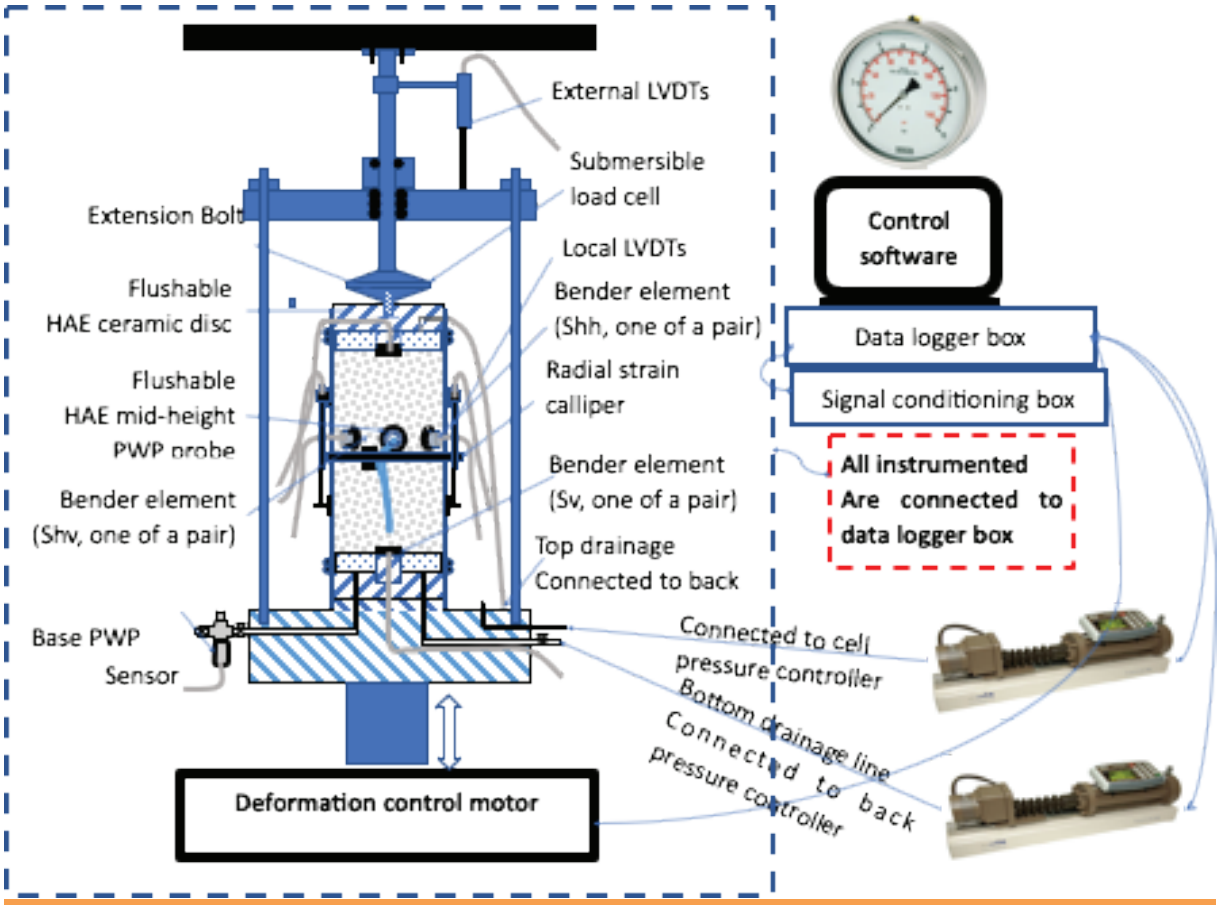

Figure 7: Schematic of GTC Advanced Triaxial testing System
• GTC provides bespoke advanced laboratory testing for major construction projects in the GCC area and around the world. We use fully Computer Controlled Testing Apparatus manufactured by GSD Instrumentations (UK). All of the test parameters including axial load, vertical deformation, pore water pressure at base, cell pressure, back pressure, volumetric changes are all automatically recorded (Figure 7).